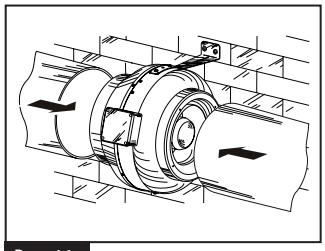

Рис. 11
6. Подсоедините воздуховоды (рис.11).